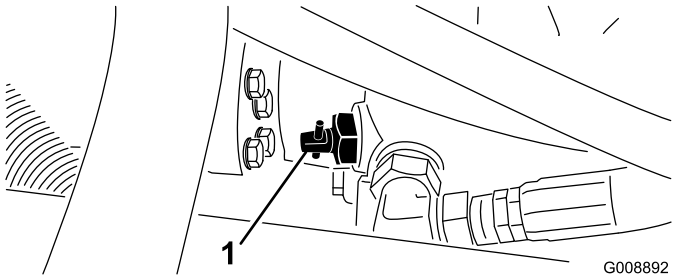

Figur 38
1. Lokalisera överströmningsventilen på pumpen (Figur 38) och vrid den 90°.